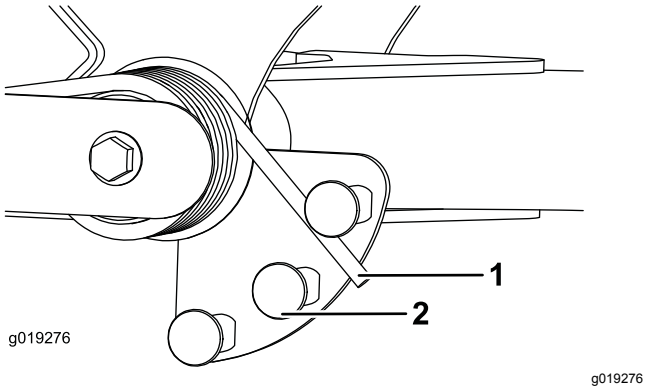

Figur 53
2. Sätt ett rör eller liknande på den långa fjäderänden och vrid det runt fjäderdonet till önskat läge (Figur 53).